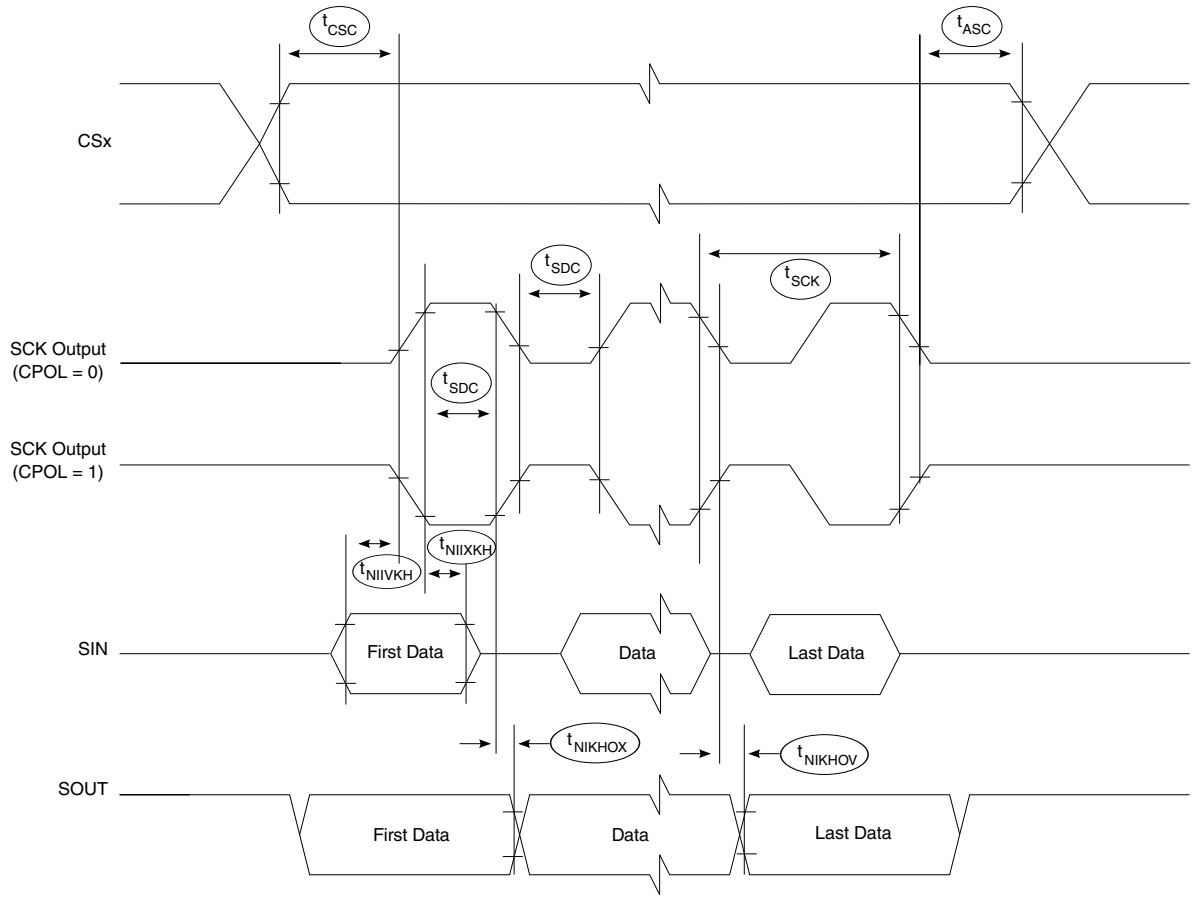

Figure 59. SPI timing master, CPHA = 0
5. See Figure 59. on page 169.